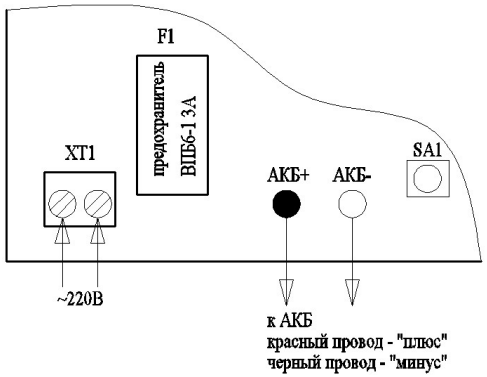

Рисунок.2 Схема внешних подключений основного и резервного источников питания
- вход напряжения питания (клеммы «СЕТЬ 220В») служит для питания прибора от сети переменного напряжения 220В (см. рис. 2);
9.4.Электрические соединения прибора при установке производятся в соответствии со схемой подключения (рис. 2 и 3).